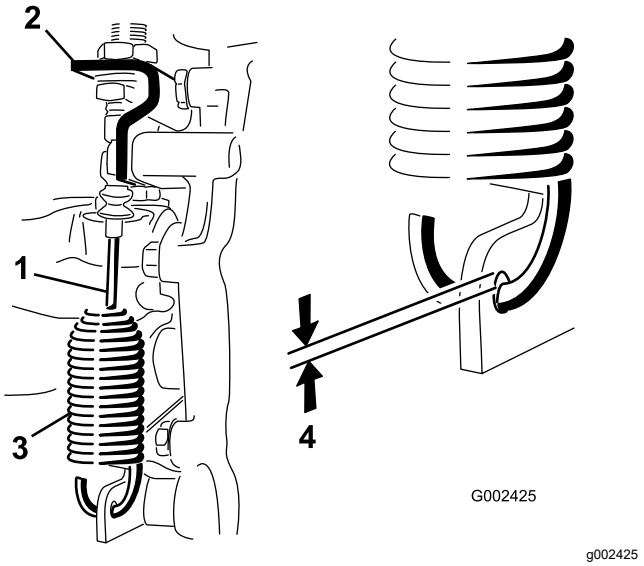

**Figura 45**
2. Afloje las contratuercas que sujetan el cable de bloqueo del diferencial al soporte del transeje (Figura 45).